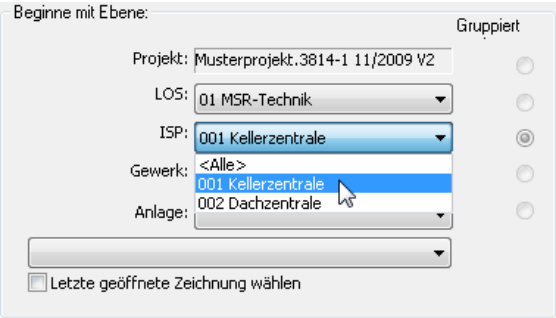

Bild 20.3 – Auswahl der Ebene für den Export
- Wählen Sie, vom *Titel* an abwärts, die Ebene, die Sie komplett exportieren möchten, also z. B. für das Gewerk *Heizung:* Titel *MSR-Technik,* ISP *Kellerzentrale,* Gewerk *Heizung*. Default für die jeweils untergeordneten Ebenen ist *<Alle>*, es sind also alle Objekte des Gewerks *Heizung* gewählt (Abb. 20.3).